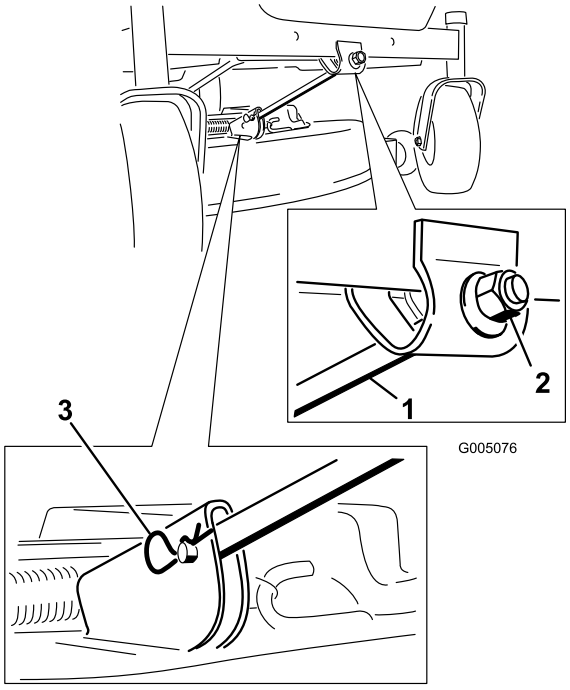

Figur 47
4. Fjern hårnålssplinten og splittpinnen fra fremre støttestang (Figur 47). Senk den fremre delen av klippeenheten forsiktig til bakken.
6. Fest fremre støttestang til klippeenheten med splittpinnen og hårnålssplinten (Figur 47).